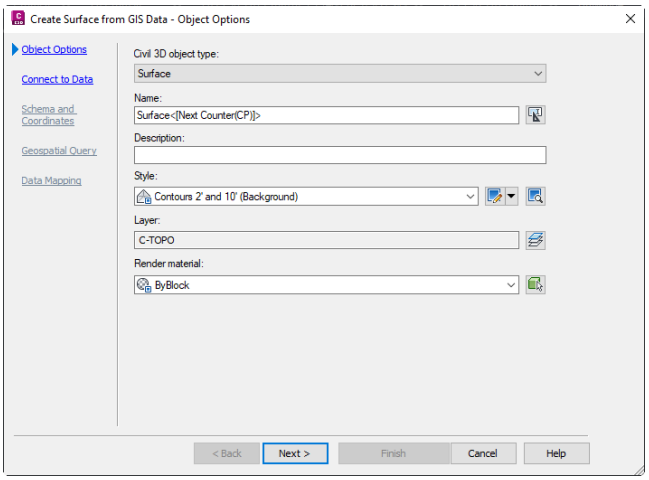

Figure 3-75 *The* ***Object Options*** *page of the* ***Create Surface from GIS Data*** *wizard*
1. Choose the **Create Surface from GIS Data** tool from **Home > Create Ground Data > Surfaces** drop-down; the **Object Options** page of the **Create Surface from GIS Data** wizard is displayed, as shown in Figure 3-75.